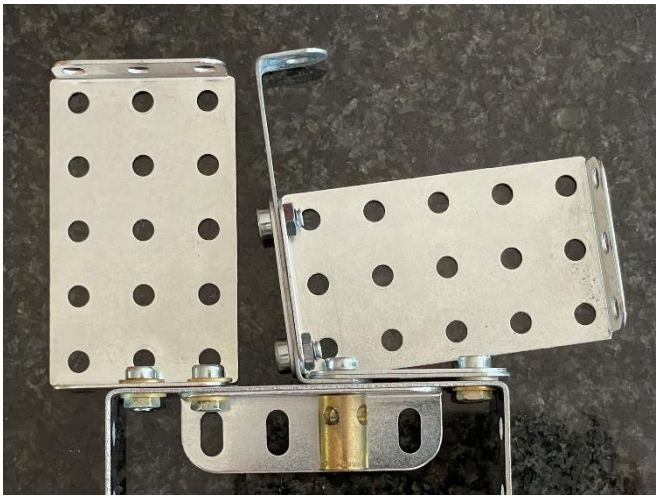

Abb. 1.2 Biegevorrichtung, Anwendung
- Ich habe festgestellt, dass sich das gewünschte Ergebnis einstellte, wenn der 48a soweit gebogen wird, dass sich ein "Spalt" von ca. ⅛" (3,175 mm) zwischen dem freien Ende und der befestigten kleinen Flanschplatte (Abb. 1.2) ergibt.